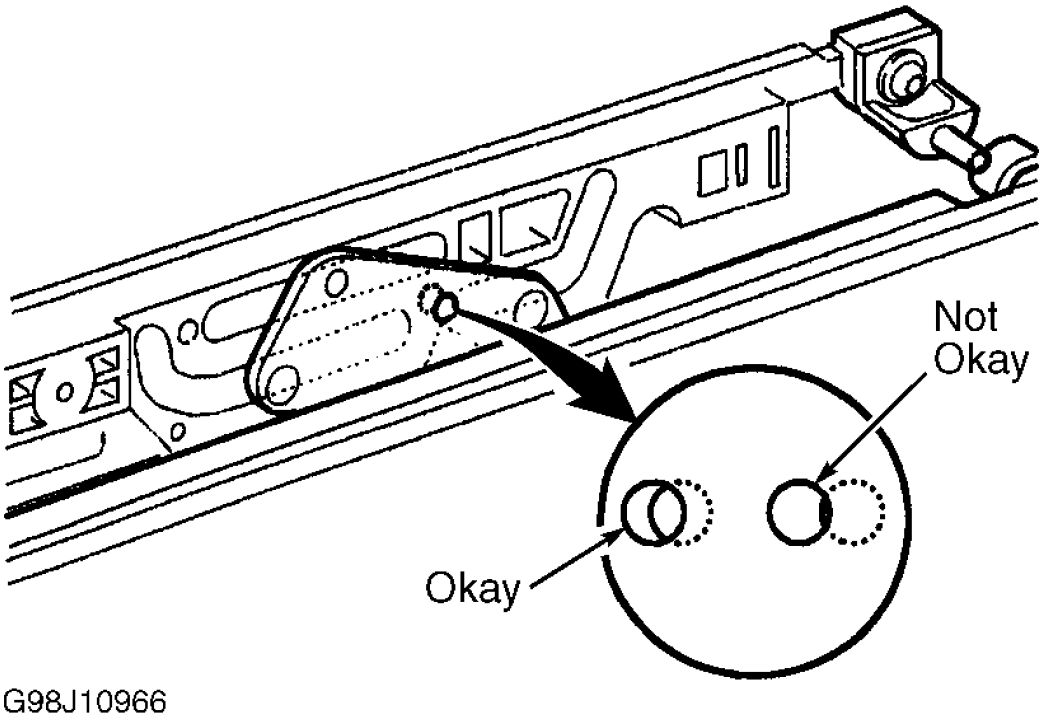

Fig. 38: Checking Drive Cable Alignment (Camry - USA Built)
3. Remove alignment pin. Cycle assembly once (vent position closed, slide open and slide completely closed). After cycling assembly closed, ensure alignment holes align. See **Fig. 38** . If holes are not aligned, repeat procedure.